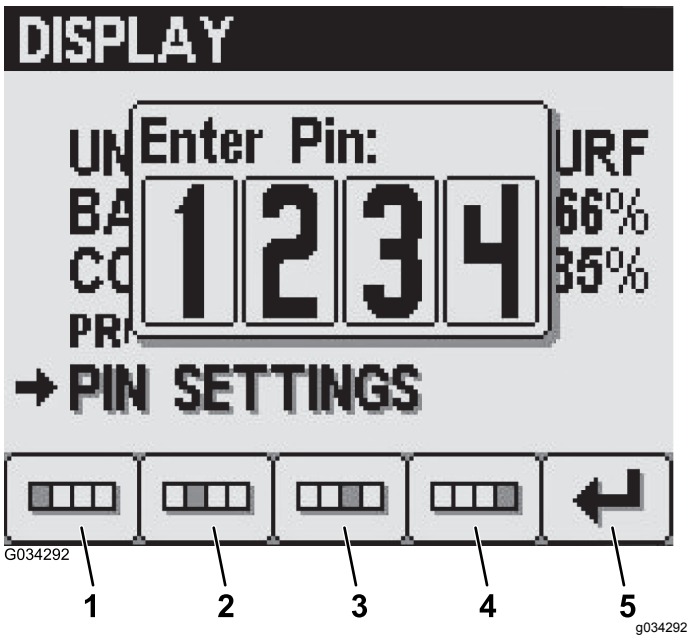

Figuur 32
2. Voer uw viercijferige pincode in door middel van knop 1 tot 4 en druk op knop 5 om de pincode in te voeren in het InfoCenter (Figuur 32).
4. Voer in het scherm Oude pincode invoeren uw oude pincode in door middel van knop 1 tot 4 en druk op knop 5 om de pincode in te voeren in het InfoCenter (Figuur 32).